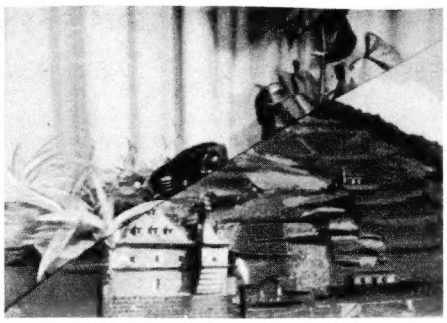

Bild 4c. Schräge Verdrängung
8. Schräge Verdrängung von links oben nach rechts unten durch Kombination von 4 und 5 **(Bild 4c)**.